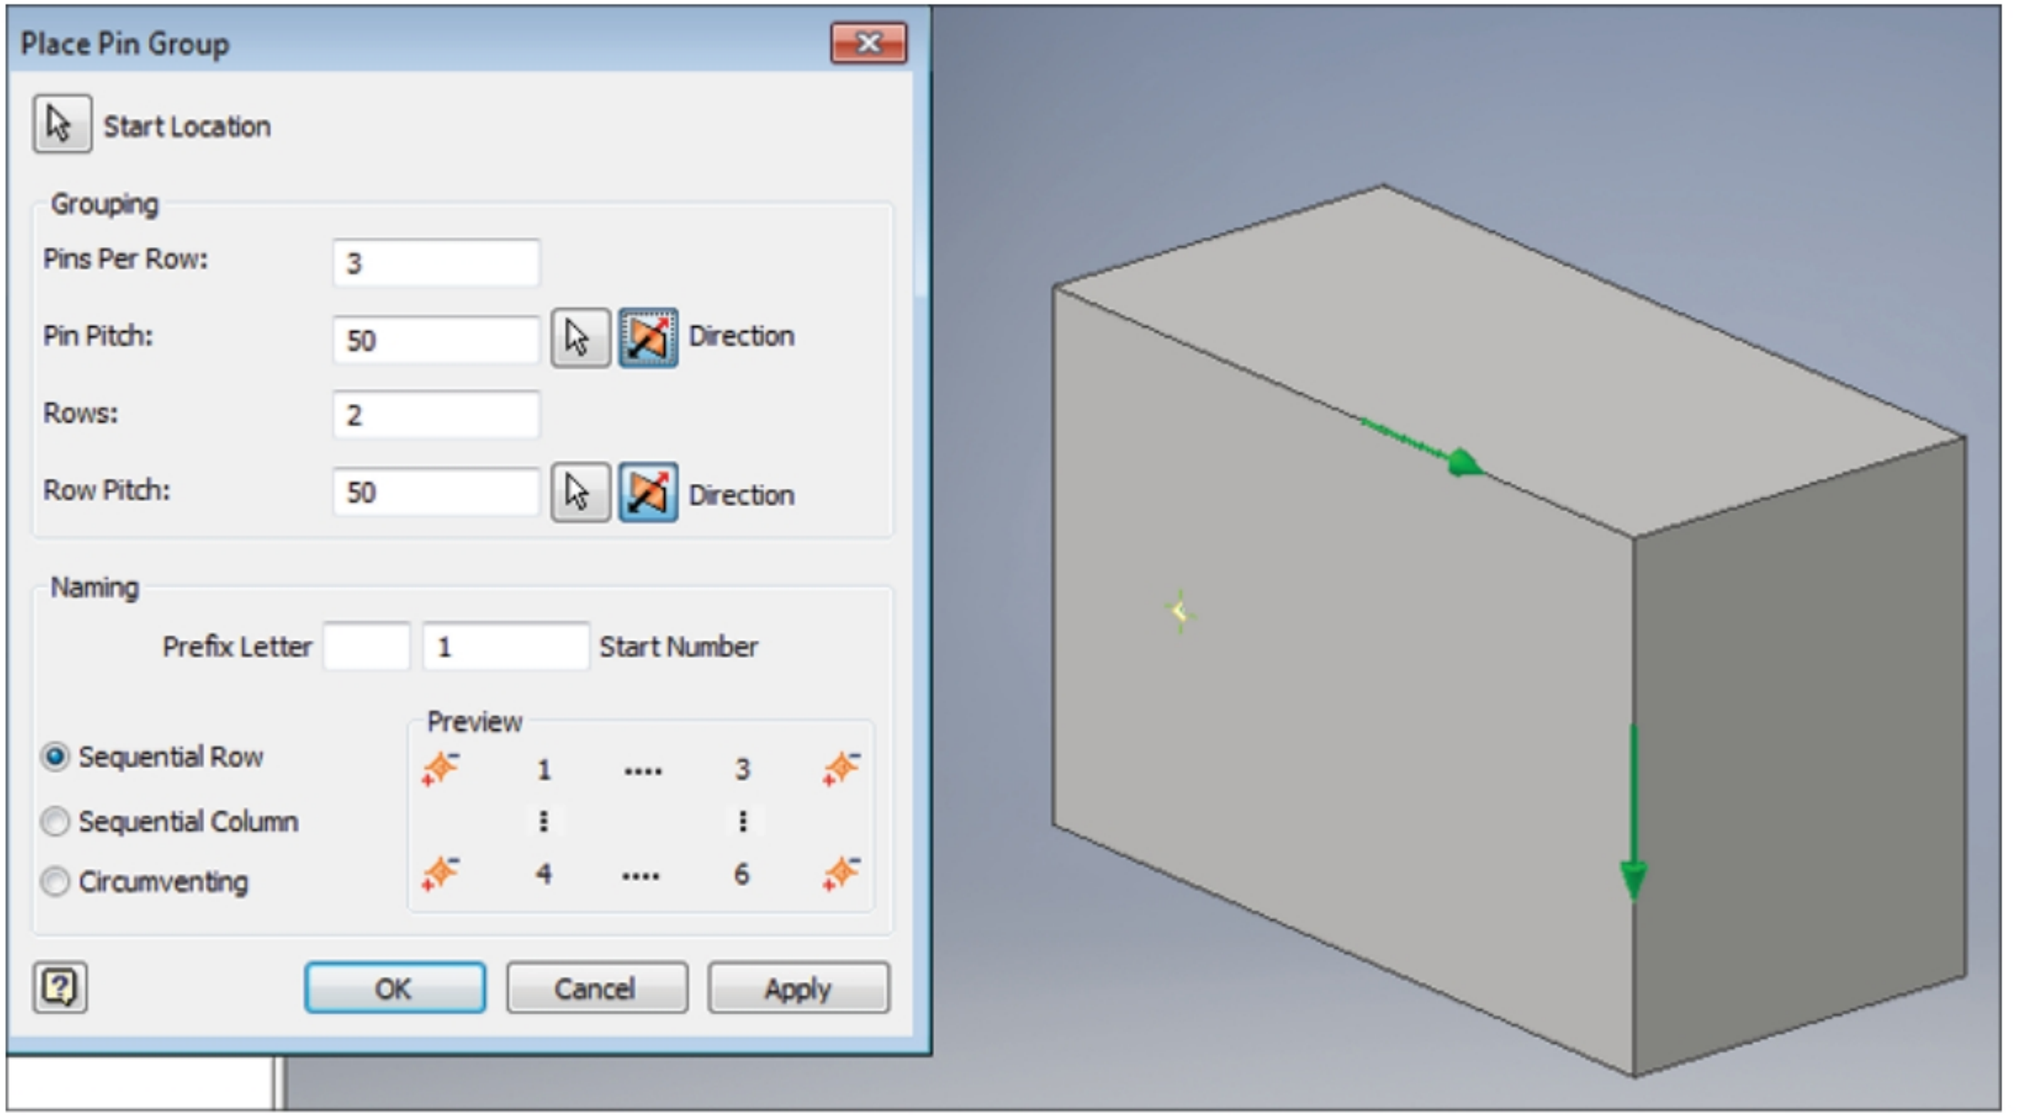

Figure-30. Directions of row pitch and pin pitch references
- Similarly, select the row pitch; refer to Figure-30.